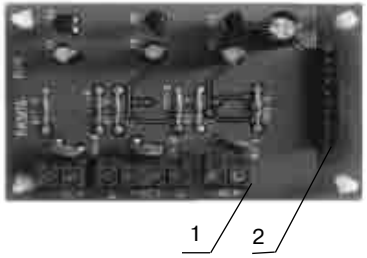

Рис. 8.11
МРК-А (рис. 8.11) представляет собой печатную плату (1) с разъемом (2) для подключения к ПЦП БСИ-А и контактными колодками для подключения к СЛС.